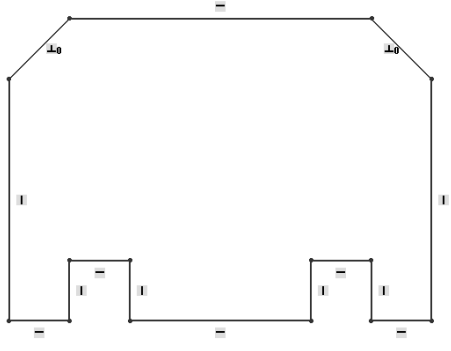

Figure 2-69 *Outer loop of the sketch*
21. Choose the **Zoom to Fit** tool from the **View (Heads-Up)** toolbar to fit the current sketch into the screen. The outer loop of the sketch is completed and is shown in Figure 2-69. Note that in this figure, the grid display is turned off for better visibility. To turn off the grid display, right-click in the drawing area and then choose the **Display grid** option from the shortcut menu displayed.